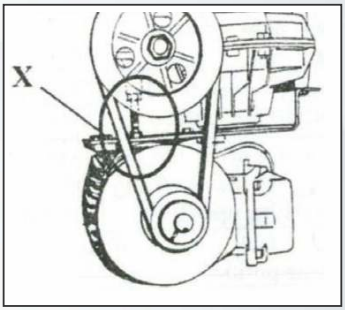

Рисунок 28
• *С помощью специального регулировочного болта X отрегулируйте натяжение приводного ремня (рисунок 28).*